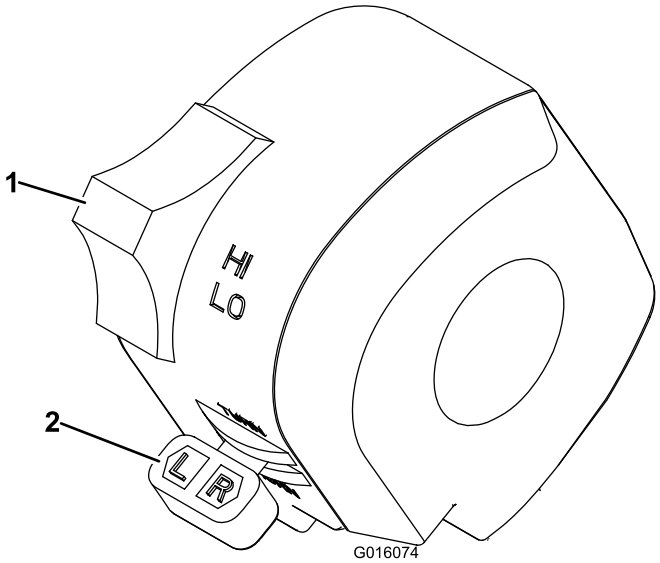

**Figura 20**
- Interruptor de los intermitentes — Enciende los intermitentes de la derecha y de la izquierda. Sólo funciona si el interruptor de encendido está en la posición de conectado (Figura 20).
- Interruptor de los faros y de las luces cortas — Enciende los faros, sólo cuando el encendido está conectado (Figura 20).